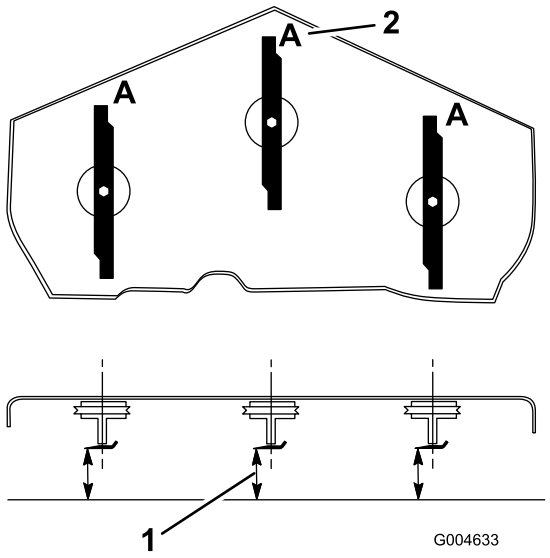

Figur 66
3. Roter knivene til endene vender fremover og bakover (Figur 66). Mål fra en jevn overflate til kniveggen, posisjon **A**, på kniven (Figur 66). Merk deg dette målet.